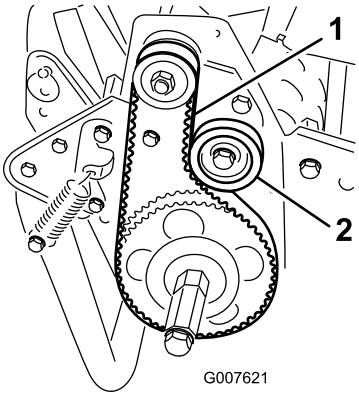

Figur 38
2. Kontroller spændingen ved at trykke remmen ned midtvejs mellem remskiverne (Figur 38) med en kraft på 18 til 22 N.
remmen, indtil den ønskede remspænding opnås (Figur 38).